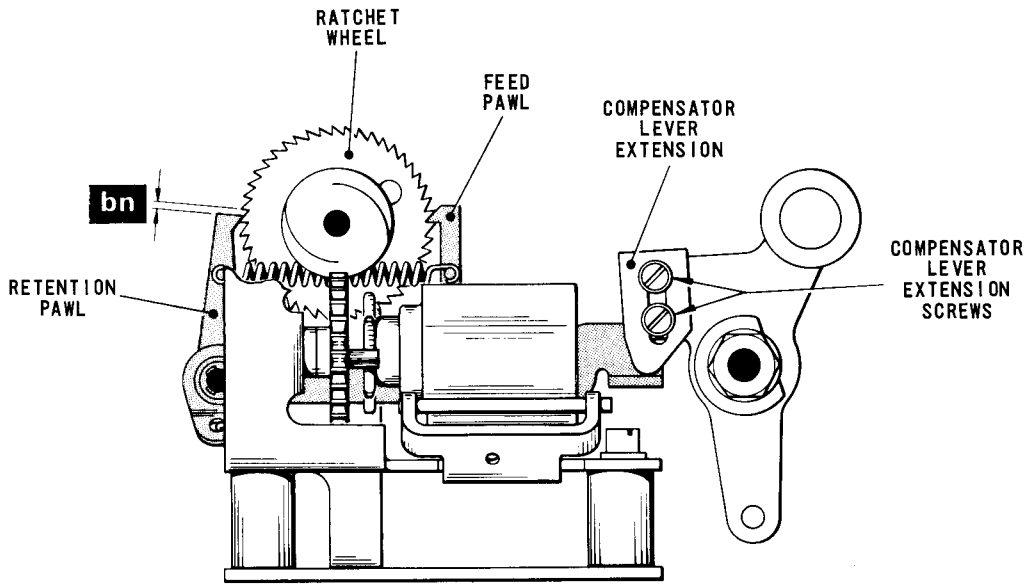

Fig. 4.75 OPERATION COUNTER
91.1 With the machine in the rest position, check that the feed pawl, Fig.4.75, is fully engaged with a tooth of the ratchet wheel, and that there is a clearance of approximately .010 in. (dimension 'bn') between the top face of the retention pawl and the face of the next tooth in the ratchet wheel.